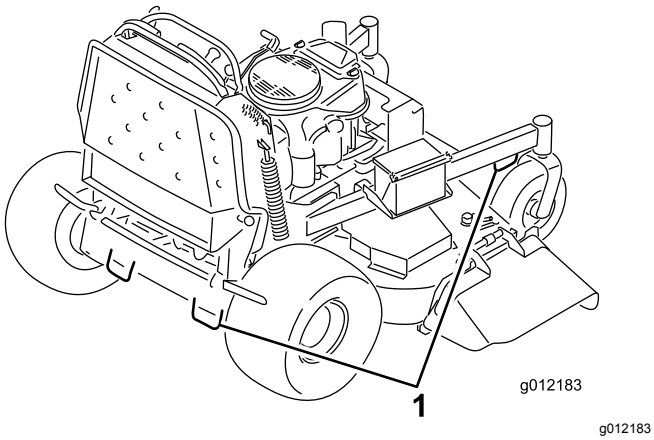

Figuur 30
7. Zet de machine vast bij de voorste zwenkwielen en de achterbumper; gebruik hierbij spanbanden, kettingen, kabels of touwen (Figuur 30). Raadpleeg de lokale vereisten inzake de bevestiging van machines.